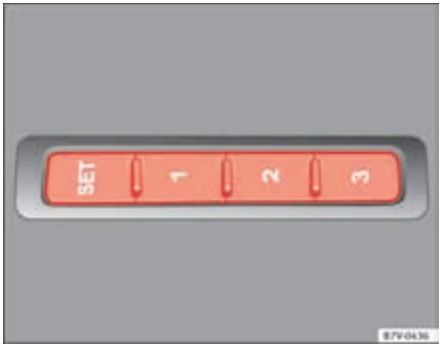

Fig. 86 Memory buttons on the outside of the driver seat
- Keep the SET button held down for more than one second ⇒ fig. 86.